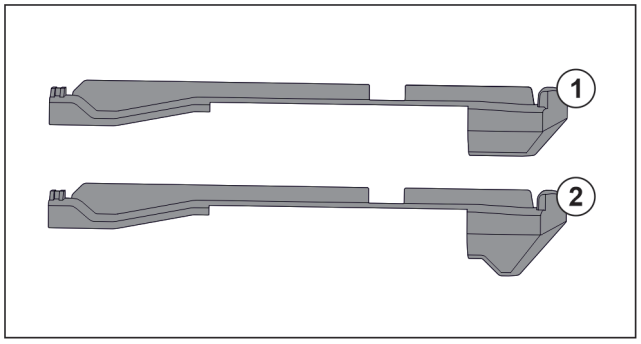

Fig. 149 Compararea pieselor de fixare
În aparat există două piese diferite de fixare. Piesa de fixare de deasupra sertarului de jos *Fig. 149 (2)* are o margine triunghiulară. Toate celelalte piese de fixare *Fig. 149 (1)* au o margine dreaptă.
▶ Montați piesa de fixare *Fig. 149 (2)* cu marginea triunghiulară peste sertarul de jos.
▶ Montați piesa de fixare *Fig. 149 (1)* cu marginea dreaptă la toate celelalte poziții.